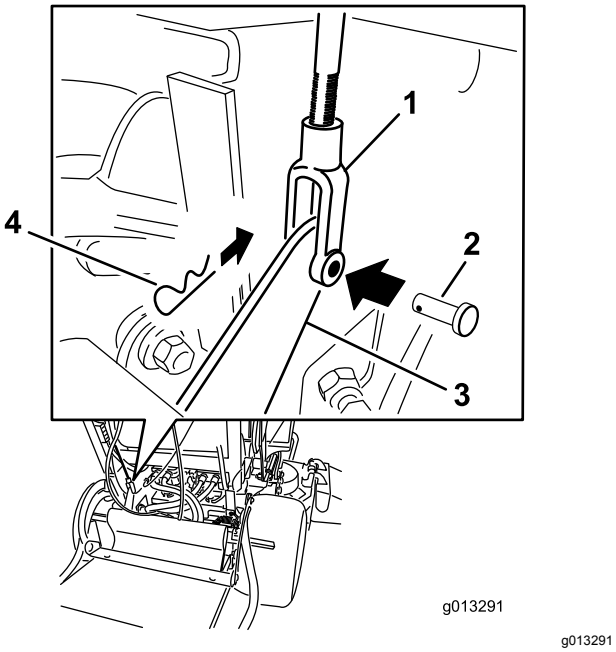

Figuur 63
4. Om de rem af te stellen, verwijdert u de borgpen en de gaffelpen uit de onderste remhendel en de gaffel (Figuur 63).
7. Bevestig de gaffel aan de onderste remhendel met de borgpen en de gaffelpen (Figuur 63).